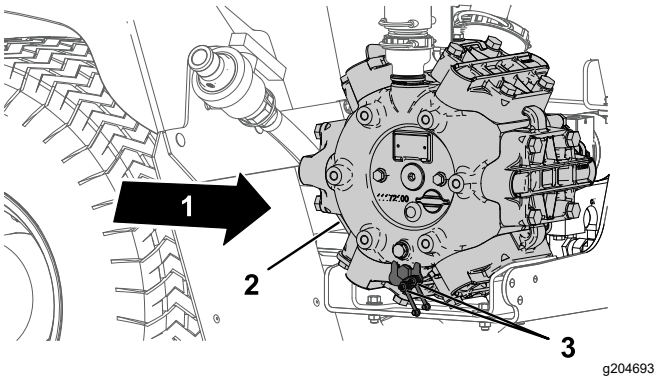

図 70
1. リモートグリスフィッティング2個をきれいに拭く 図 70。
2. リモートグリスフィッティングにグリスを注入する 図 70。